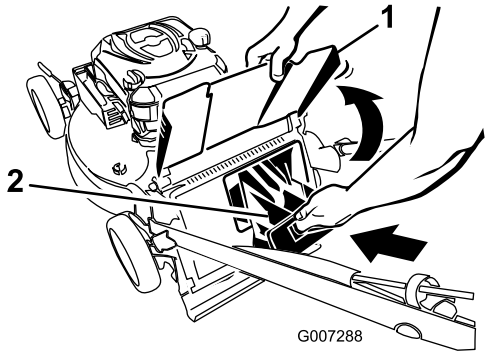

Figur 24
4. Sätt i den bakre utkastarpluggen (Figur 24).